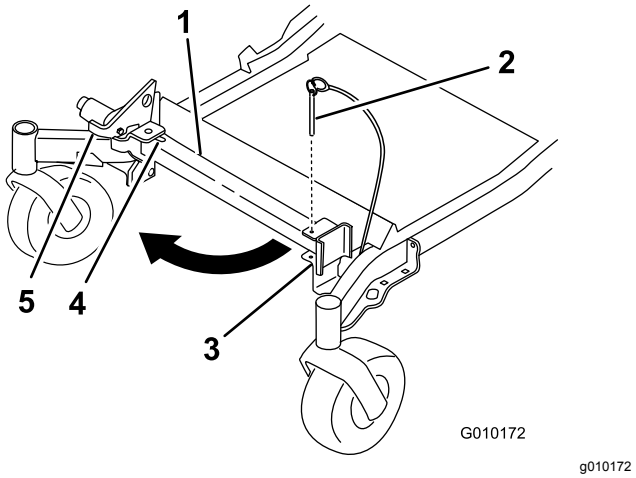
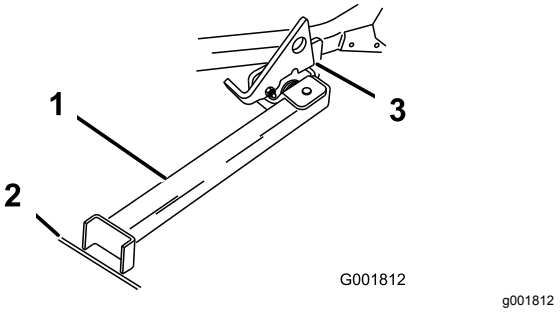

Figur 42
Figur 43
2. Ta bort fästpinnen (Figur 42).
4. För stativets fot utåt och skjut den mot maskinen, in i spårets botten (Figur 42 och Figur 43).
5. Sätt stativets fot på marken och låt spärrhaken vila på den vridbara fliken (Figur 43).
Obs: För bästa resultat ska du sätta stativfoten i en fåra i underlaget eller sticka ned den i gräsmattan (Figur 43).
7. Kör på maskinen på stativet. Stanna när spärrhaken faller ned över fliken i det låsta läget (Figur 43).
5. Återställ stativet till viloläget (Figur 42).